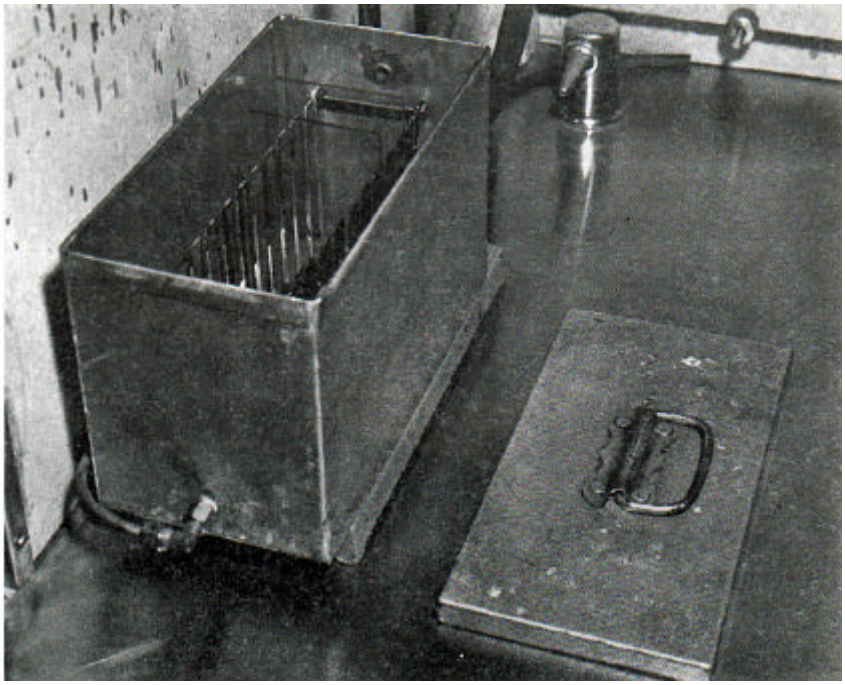

FIGURE 2
5. Evaporation Box (Figure 2), of metal with inlet tube entering on one end near bottom and outlet tube exiting near top on opposite end. It should be approximately 254 mm x 127 mm and 152 mm deep with a lid that is air tight when closed. It should contain a rack for holding the 101.6 mm x 127 mm glass plates in a vertical position baffling the flow of the nitrogen.